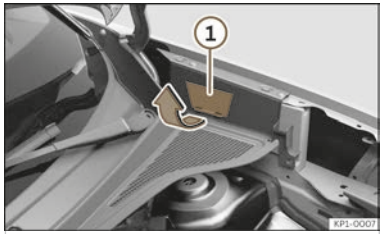

Fig. 64 Between the left wing panel and the engine bonnet hinge: Charging connector manual emergency release cover.
The puller for the manual release mechanism is on the left hand side of the engine compartment, above the charging socket ››› Fig. 64.
- Pull the tabs on the cover and slide the cover upwards ››› Fig. 64 (1) to reveal the handle.